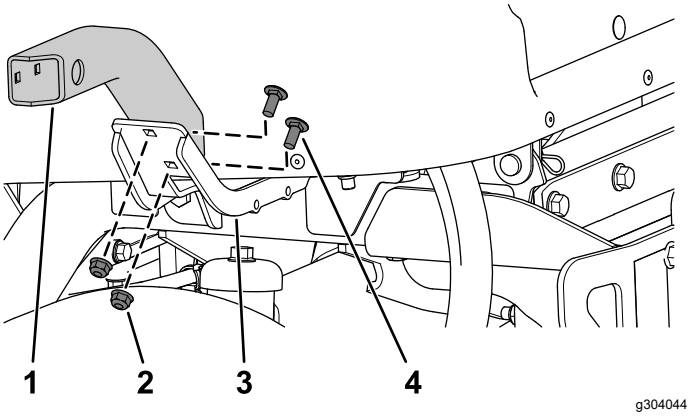

Figur 18
4. Fastgør det venstre korte beslag til det venstre beslag med 2 bræddebolte (5/16 x ¾") og 2 flangemøtrikker (5/16") som vist i Figur 18.